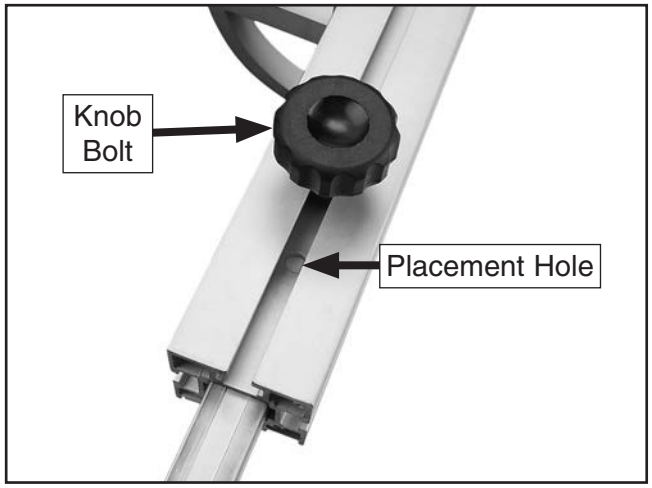

Figure 49. Knob bolt and placement hole (viewed from underneath crosscut fence).
47. From underneath right end of crosscut fence, insert M8-1.25 T-nut into crosscut fence T-slot, then thread M8-1.25 x 25 knob bolt with nylon tip through T-nut and into placement hole (see **Figure 49**). This secures crosscut extension fence in place.